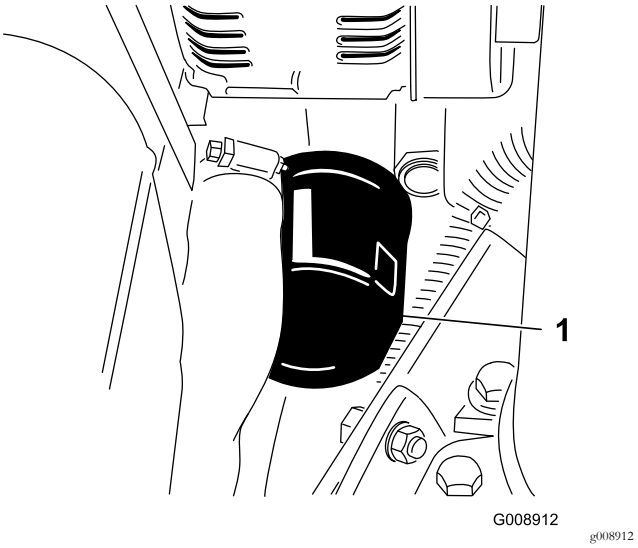

Figur 65
2. Ta av oljefilteret (Figur 65).